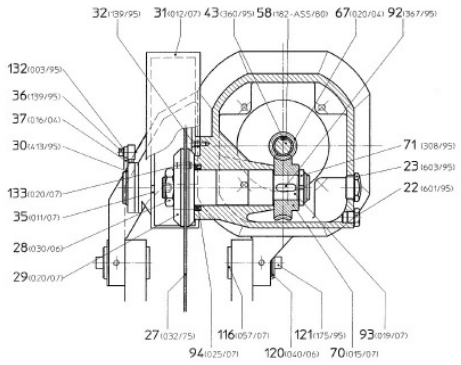

Abb. 8: Montage des Sägeblatts
Die Schraube [28] im Uhrzeigersinn abschrauben, den Flansch [29] herausziehen und das Sägeblatt aufsetzen. Dabei auf die richtige Position der Verzahnung achten! Drehrichtung siehe Pfeil auf dem Sägeblatt-Schutz [Abb. 8].
Schritt 2: Den Flansch [29] montieren und die Schraube [28] wieder anschrauben [Abb. 8].